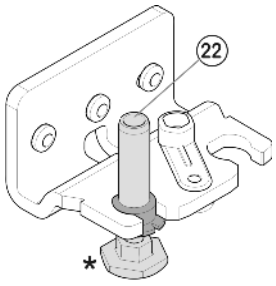

Fig. 7
- ▶ Tilt the appliance slightly backwards again and replace the bearing pin *Fig. 7 (22)*. The notch must face forward.